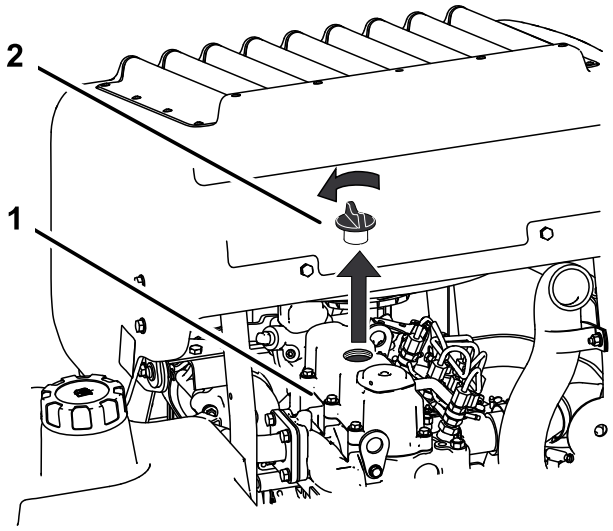

Figur 45
6. Fjern oliepåfyldningsdækslet fra toppen af motoren (Figur 45). Det hjælper olien med at løbe ud.
2. Fjern oliepåfyldningsdækslet og målepinden (Figur 45).